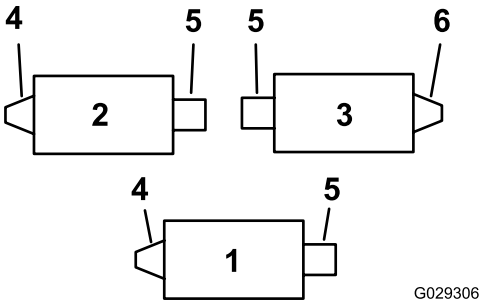
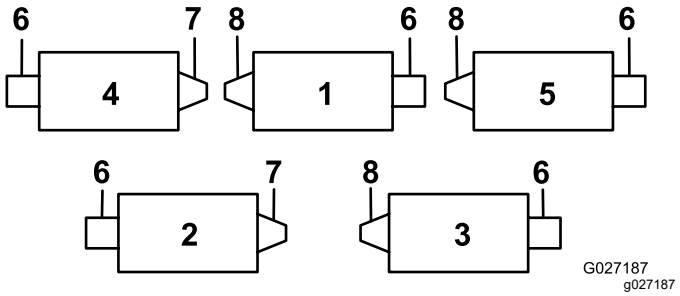
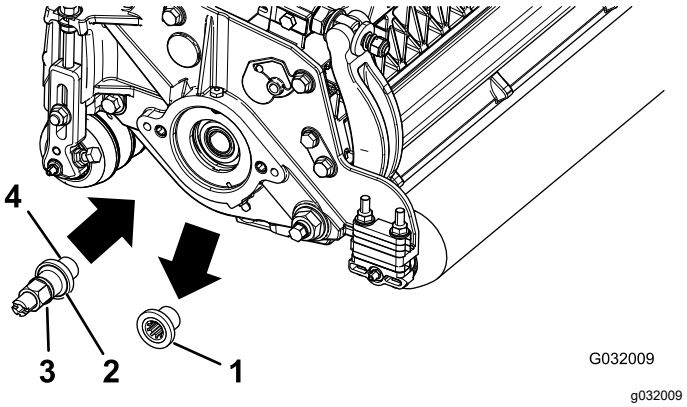
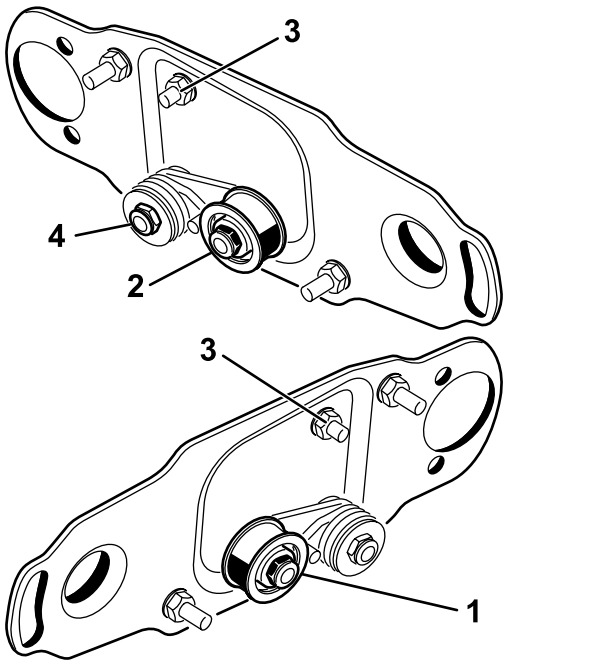

图 1
图 2
图 3
图 6
用图 1确定 Reelmaster 3100-D 机器的滚筒刷和滚刀马达的位置用图 2 确定 Reelmaster 7000-D 机器的滚筒刷和滚刀马达的位置。
2. 拆下后滚筒刷驱动装置 图 1和图 2 的滚刀组螺纹嵌入件并丢弃 图 3。
注意 右侧嵌入件位于 Reelmaster 3100 的 1 号和 2 号滚刀组图 1以及 Reelmaster 7000 的 1、3 和 5 号滚刀组图 2。
4. 在驱动轴螺纹图 3上涂抹防松螺纹油并安装驱动轴上紧扭矩至 115128N·m。
注意 右侧驱动位于 Reelmaster 3100 的 3 号滚刀组图 1和 Reelmaster 7000 的 2 和 4 号滚刀组图 2。
对于右侧后滚筒刷驱动图 1和图 2请将怠轮皮带轮组件反向安装到滚刀组的**右端**图 6如下所示
1. 从滚刀组左端卸下怠轮皮带轮组件将其安装到滚刀组右端滚筒刷板的下孔中图 6。
2. 卸下托架螺栓和螺母然后将它们放入之前放置怠轮皮带轮的上孔中图 6。